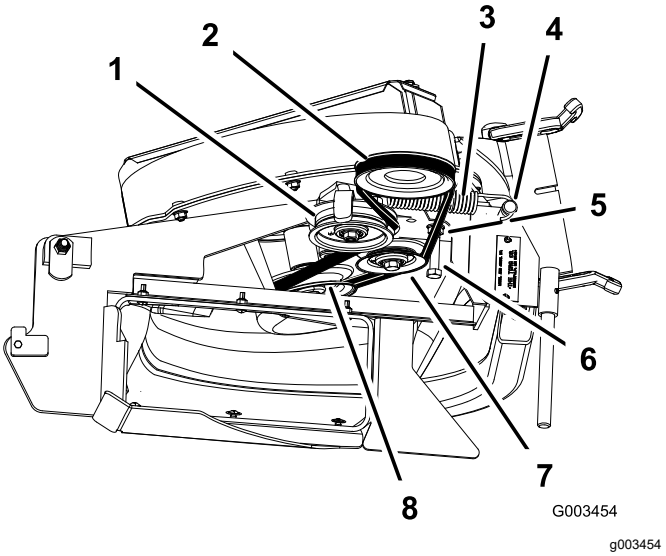

Figur 44
3. Løsn remmens styrebolt (Figur 44).
5. Monter den nye rem på blæserremskiven (Figur 44).
7. Stram remmens styrebolt (Figur 44).
9. Monter remmen på den fjederbelastede remskive (Figur 44).